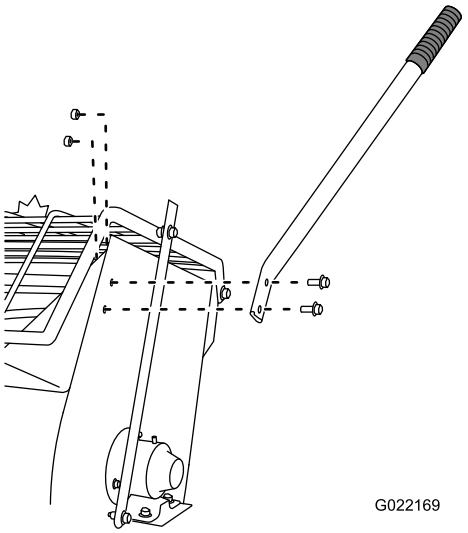
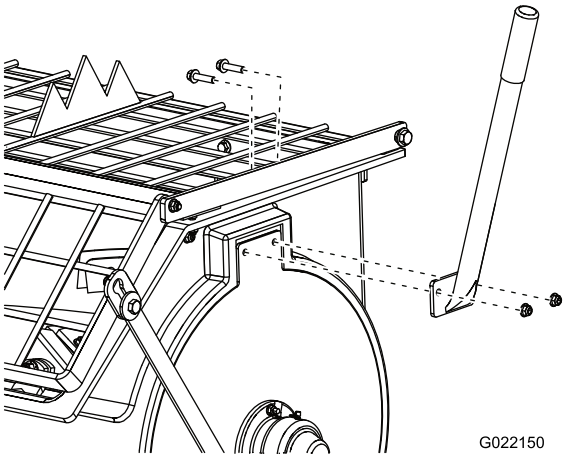
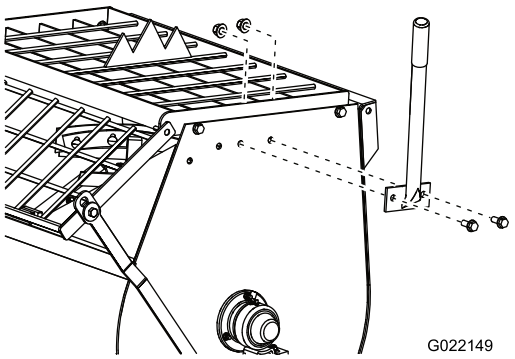

Figura 3
Figura 4
Figura 5
2. Posicione la palanca de volteo de modo que los taladros estén alineados con los taladros del tambor (Figura 3, Figura 4, o Figura 5).
3. Introduzca los 2 pernos a través de los taladros de la palanca de volteo y del tambor (Figura 3, Figura 4, o Figura 5).